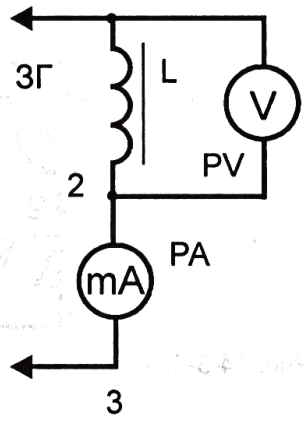

Рис. 14-4-1
1. Соберите электрическую схему по рис. 14-4-1, где используйте катушку с полностью вставленным во внутрь ферромагнитным стержнем. В ней *ЗГ* - звуковой генератор.